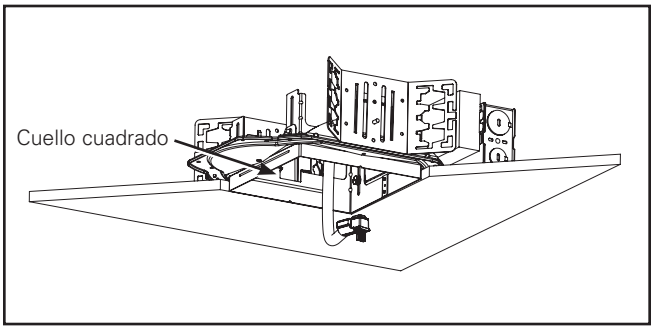

Figura 2.
1. Coloque el extremo del conducto flexible a través de la apertura del marco en el techo tal que quede expuesta la parte superior del dispositivo de desconexión rápida (Figura 2.).